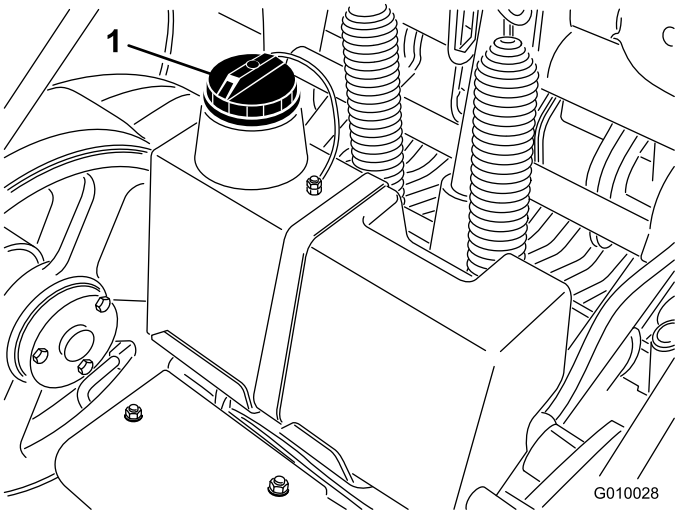

Rysunek 18
3. Oczyścić obszar wokół szyjki wlewu i korka zbiornika hydraulicznego (Rysunek 18). Odkręć korek szyjki wlewu.